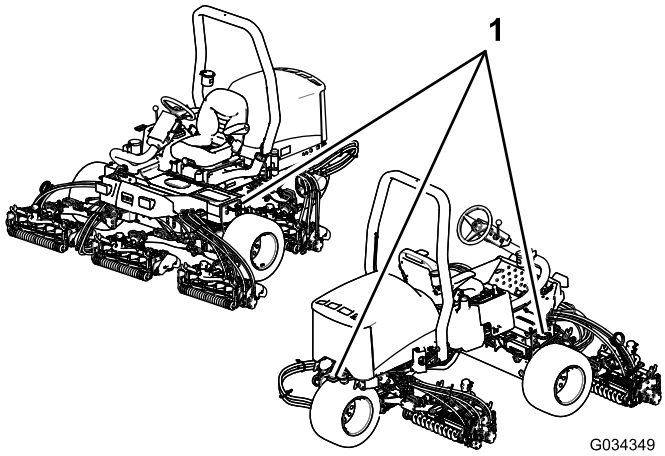

Figuur 44
- Zet de machine goed vast met spanbanden, kettingen, kabels of touwen. Zowel de voorste als de achterste spanband moet naar beneden en naar de buitenkant van de machine lopen; zie Figuur 44.om